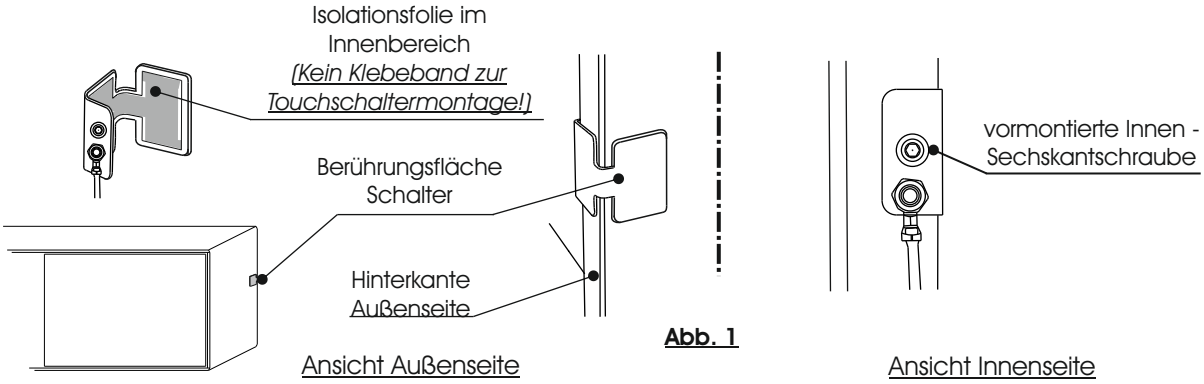

Abb. 1
1. Der Schalter wird an der Hinterkante einer Außenseite des Möbels montieren. Die Position ist frei wählbar. Schieben Sie den Berührungsschalter auf und fixieren Sie diesen mit Hilfe der bereits vormontierten Schraube am Schalter. (Abb. 1)